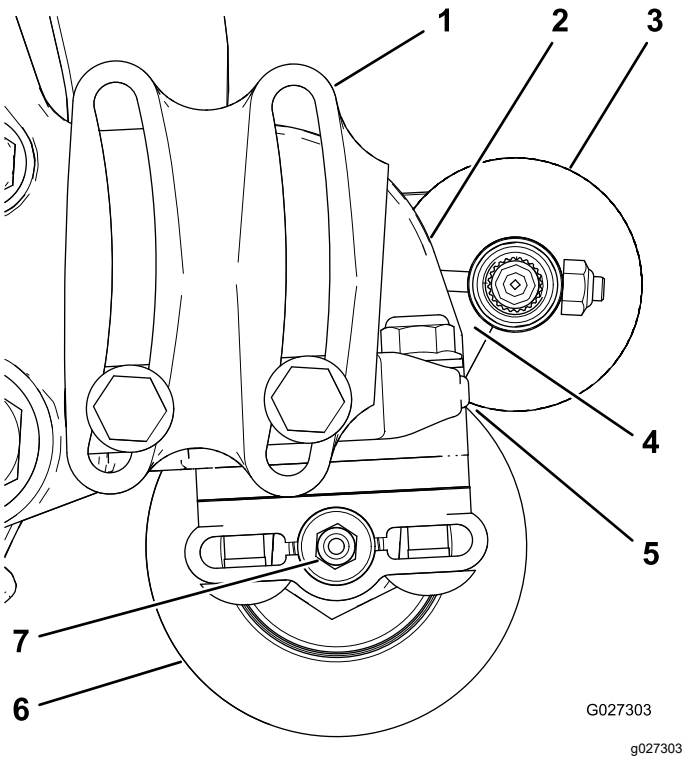

Bild 14
2. Positionieren Sie die Rollenbürste so, dass sie die Heckrolle berührt oder aufliegt (Bild 14).